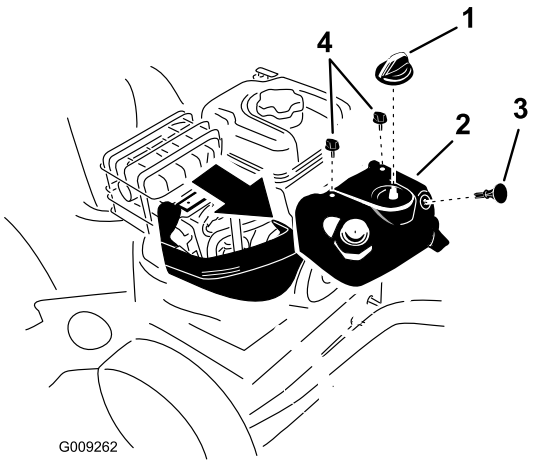

Figur 44
Obs: För att komma åt tändstiftet måste du först ta bort den övre snökåpan (Figur 44).
1. Ta bort chokereglaget och tändningsnyckeln (Figur 44).
2. Ta bort de två skruvarna som fäster den övre snökåpan på snöslungan (Figur 44).